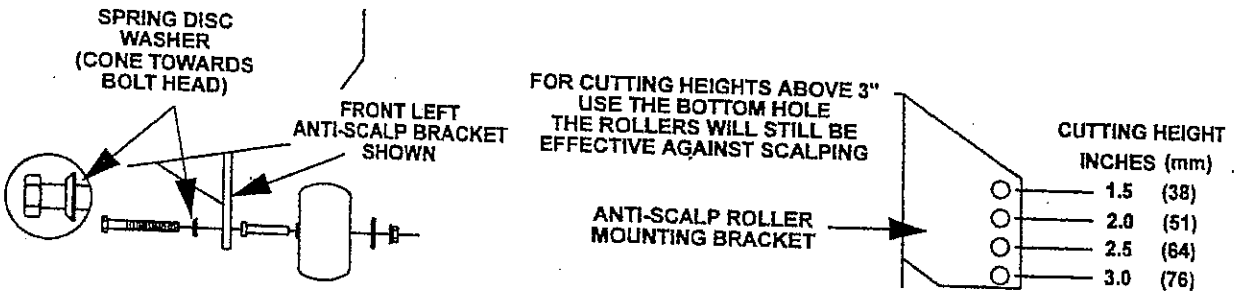

FIG. 6
g) Adjust anti-scalp rollers for maximum deck flotation. Place rollers in one of the positions shown in Fig. 6. Rollers should maintain 1/4 in. (6.4mm) clearance to ground. *Do Not* adjust rollers to support the deck. Be sure *bolt is tightened properly* or loss of anti-scalp roller may result.